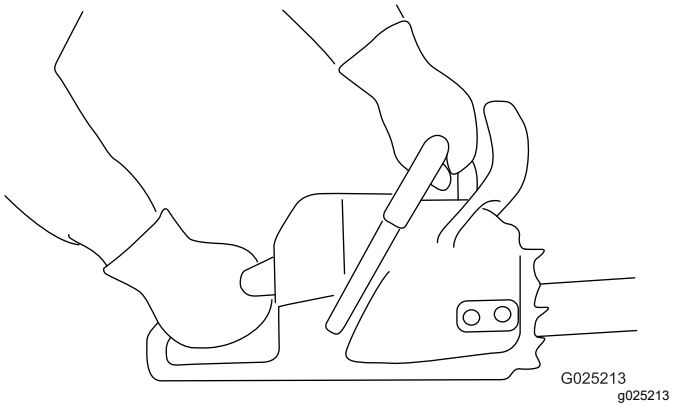

Rysunek 11
1. Chwytaj piłę łańcuchową 2 rękoma, trzymając lewą dłoń na uchwycie przednim i prawą na uchwycie tylnym w sposób pokazany na Rysunek 11.
1. Chwyć piłę łańcuchową w sposób pokazany na Rysunek 11.
3. Chwyć piłę łańcuchową w sposób pokazany na (Rysunek 11).